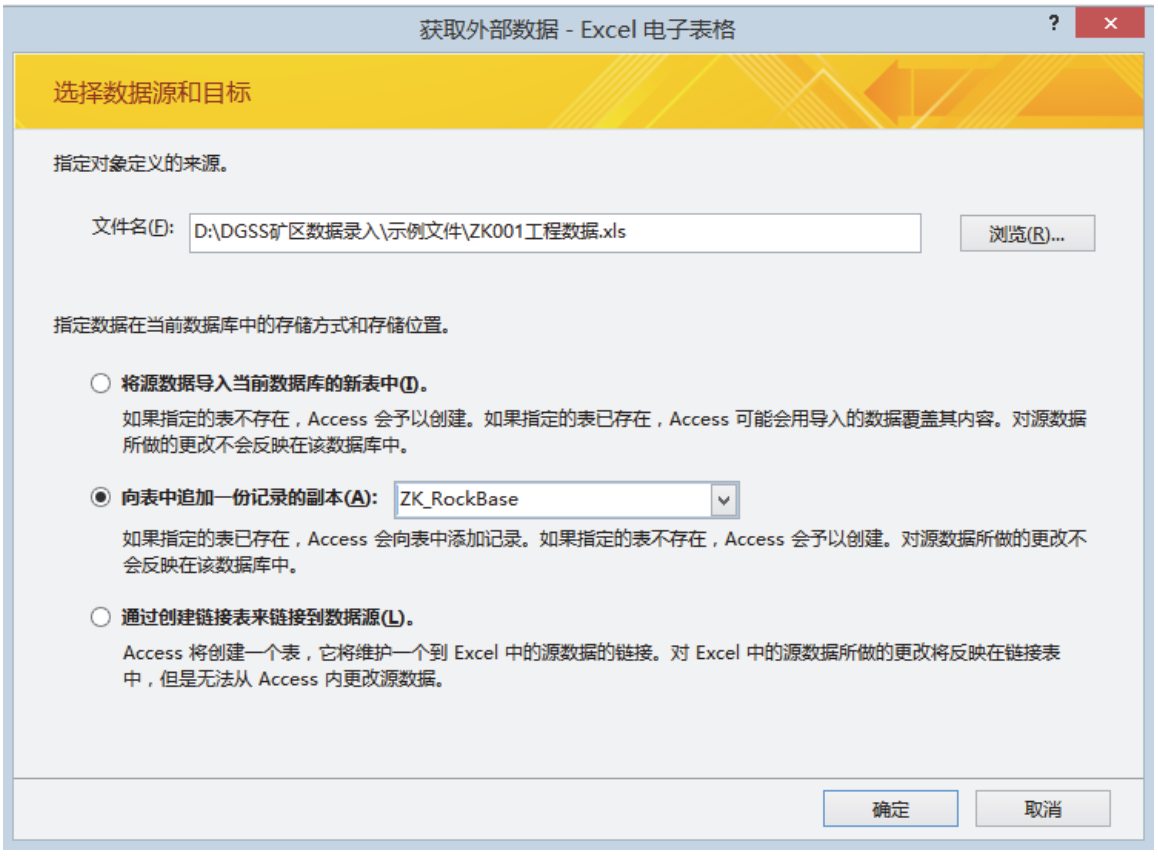

图 A-4
2. 在弹出的“获取外部数据”对话框（见图 A-4）中，点击“浏览”按钮，指定“ZK001 工程信息. xls”文件的位置，在“向表中追加一份记录的副本”下拉框中选择“ZK_RockBase”，然后点击确定；